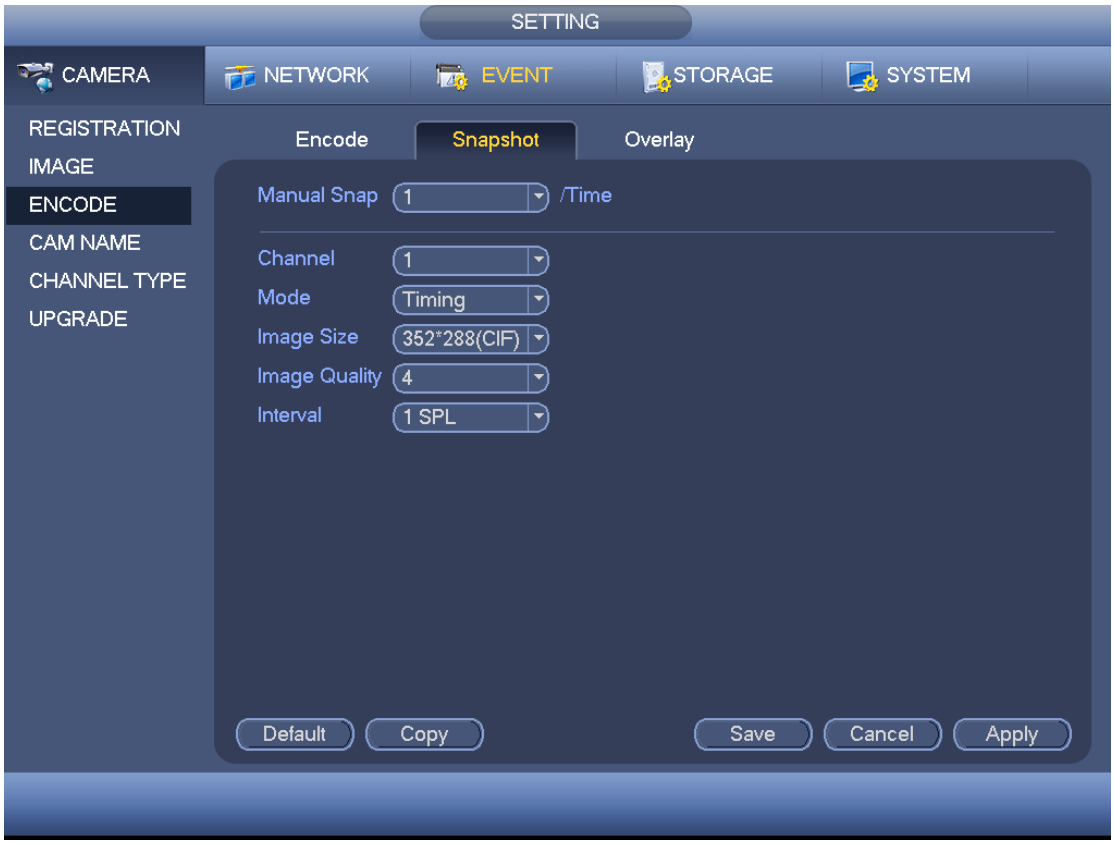

Figure 4-35
Step 1 Click Snapshot tab, enter the following interface. See Figure 4-35.